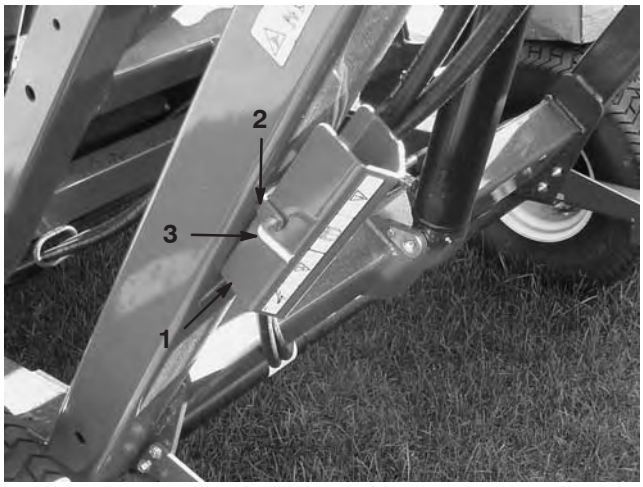

**Figure 36**
2. Retirez la goupille fendue et la goupille de fixation du support de sécurité au support de rangement sur le châssis de la balayeuse (Fig. 36). Retirez le support de sécurité.